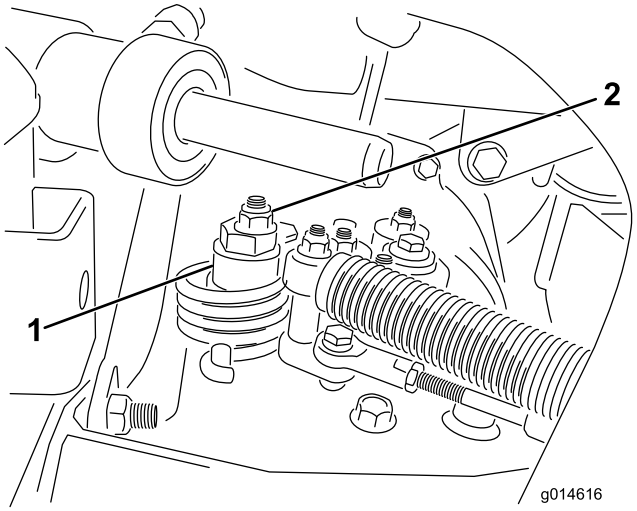

Figuur 46
A. Draai de moer los waarmee de excentriek is bevestigd aan de bovenkant van de hydrostaat (Figuur 46).
C. Draai aan de excentriek totdat de machine niet meer naar voren of naar achteren kruipt. Als het wielen niet meer draaien, zet u de moer vast waarmee de excentriek en de afstelling worden geborgd (Figuur 46). Controleer de instelling met de gashendel op LANGZAAM en op SNEL.